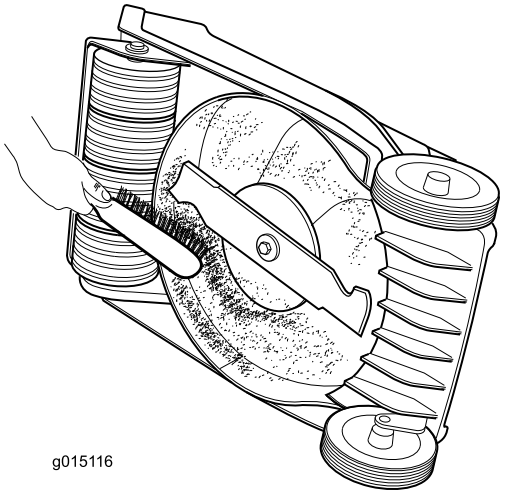

Figuur 17
- Maak de onderkant van de maaikast schoon. Verwijder vuil en maaisel met een hardhouten schraper of borstel (Figuur 17).